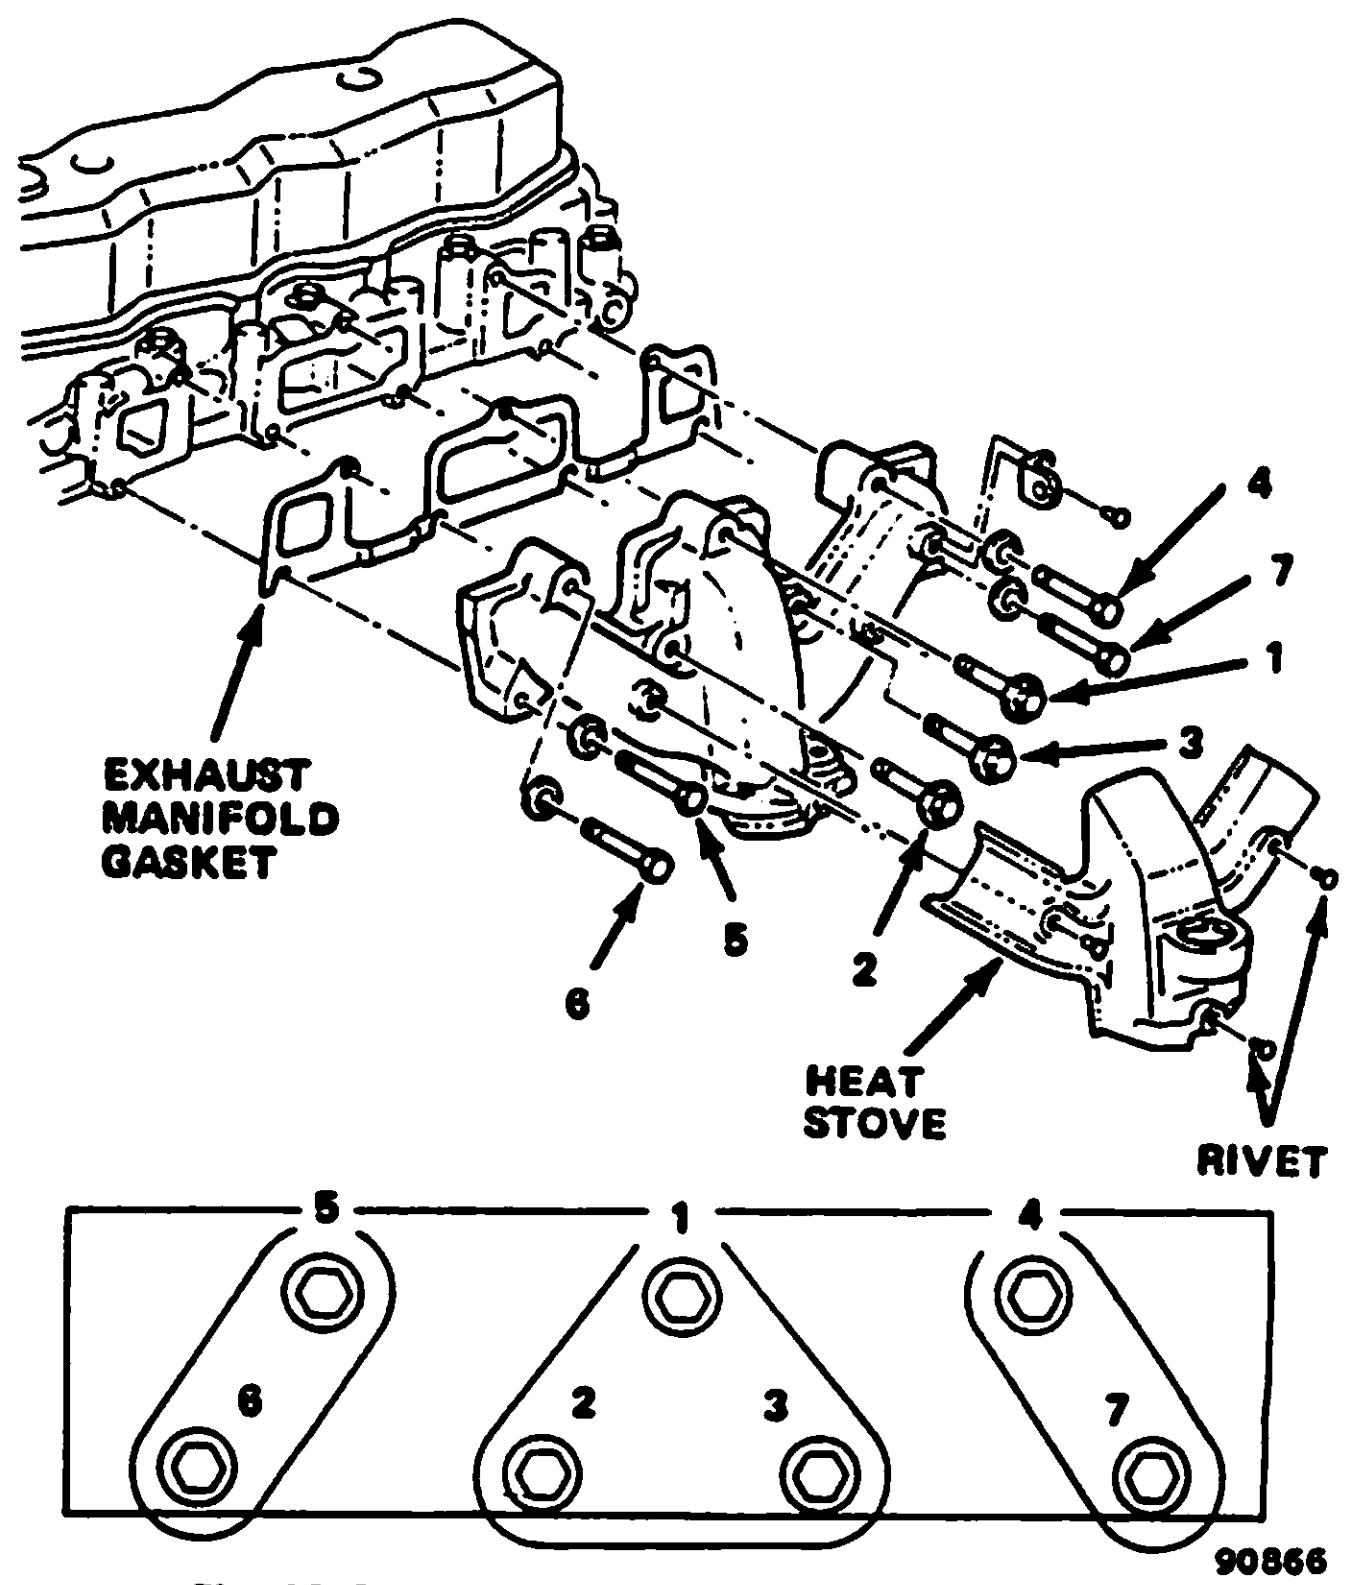

Fig. 1B-24 Exhaust Manifold Tightening Sequence
(1) Remove air cleaner and heated air tube.
(2) Remove engine oil dipstick tube attaching bolt.
(3) Remove oxygen sensor, if equipped.
(4) Raise vehicle and disconnect exhaust pipe from manifold. Lower vehicle.
(5) Remove exhaust manifold bolts and remove manifold and gasket.
(6) Install replacement gasket and exhaust manifold on cylinder head. Tighten all bolts with 39 foot-pounds (52 N•m) torque in the sequence illustrated in figure 1B-24.
(7) Install dipstick tube attaching bolt.